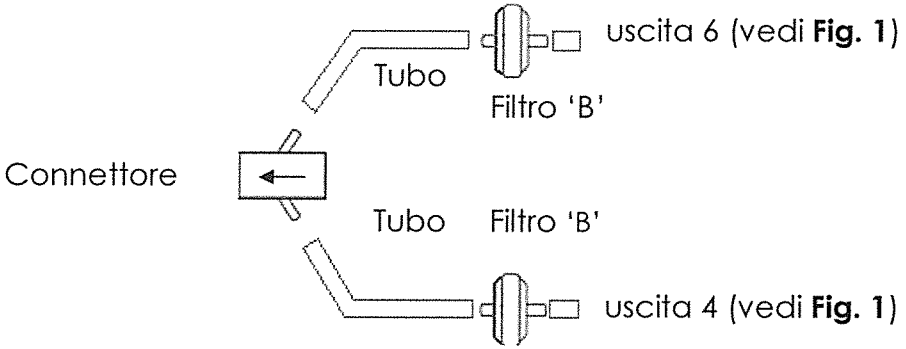

Fig. 2
- Assemblare il kit respiratorio come mostrato nella figura sottostante, e poi attaccare i tubi al connettore e ai filtri "B" che sono connessi alle uscite (4) e (6) come mostrato nelle **fig. 1** e **fig. 2**.